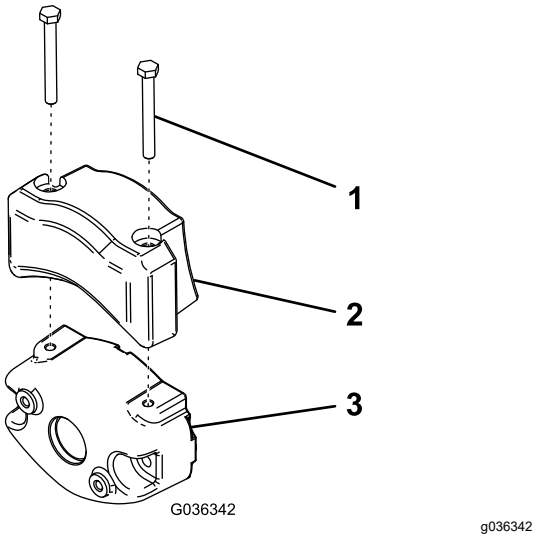

Figura 10
4. Prenda o contrapeso elétrico no contrapeso existente com dois parafusos como se mostra na Figura 10.